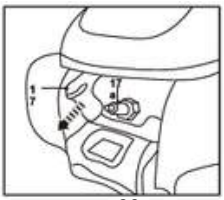

rys. 29
1. Odłącz fajkę świecy zapłonowej (18) (rys. 29).